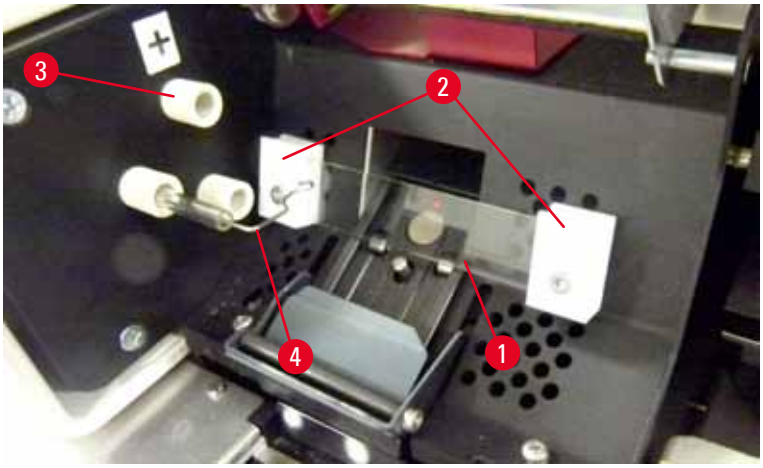

Afb. 17
5. Zorg dat de contactveer (→ "Afb. 16-2")/(→ "Afb. 17-4") loskomt van de ontstekingsdraad (→ "Afb. 18-1") van de lamp (zie ook (→ "Afb. 17").